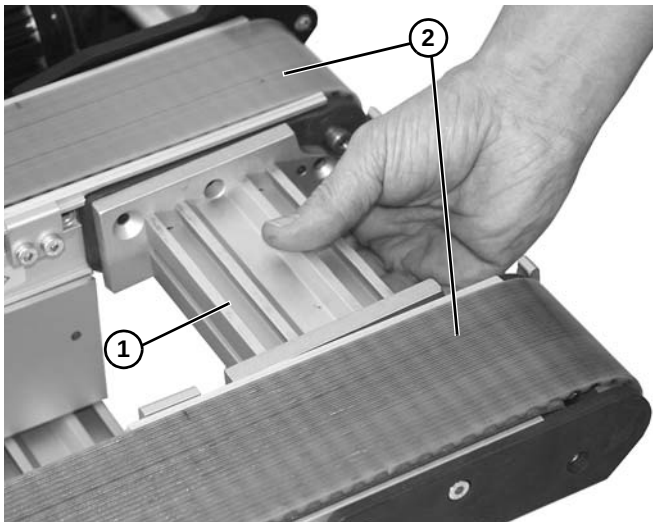

Figure 25
1. Installer la pièce de liaison **(Figure 25, élément 1)** entre les bandes des convoyeurs **(Figure 25, élément 2)**.